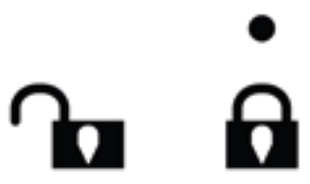

Рис.1
- Замок открывается и закрывается путем вращения до щелчка, положение замка «открыто» и «закрыто» обозначено символами (Рис.1). После открытия замка вставьте инструмент (бор) на максимальную глубину, затем вращайте замок в противоположную сторону до щелчка чтобы его зафиксировать. Обратите внимание, что мягкость действий (отсутствие приложения силы) продлит службу вашего зажимного устройства.